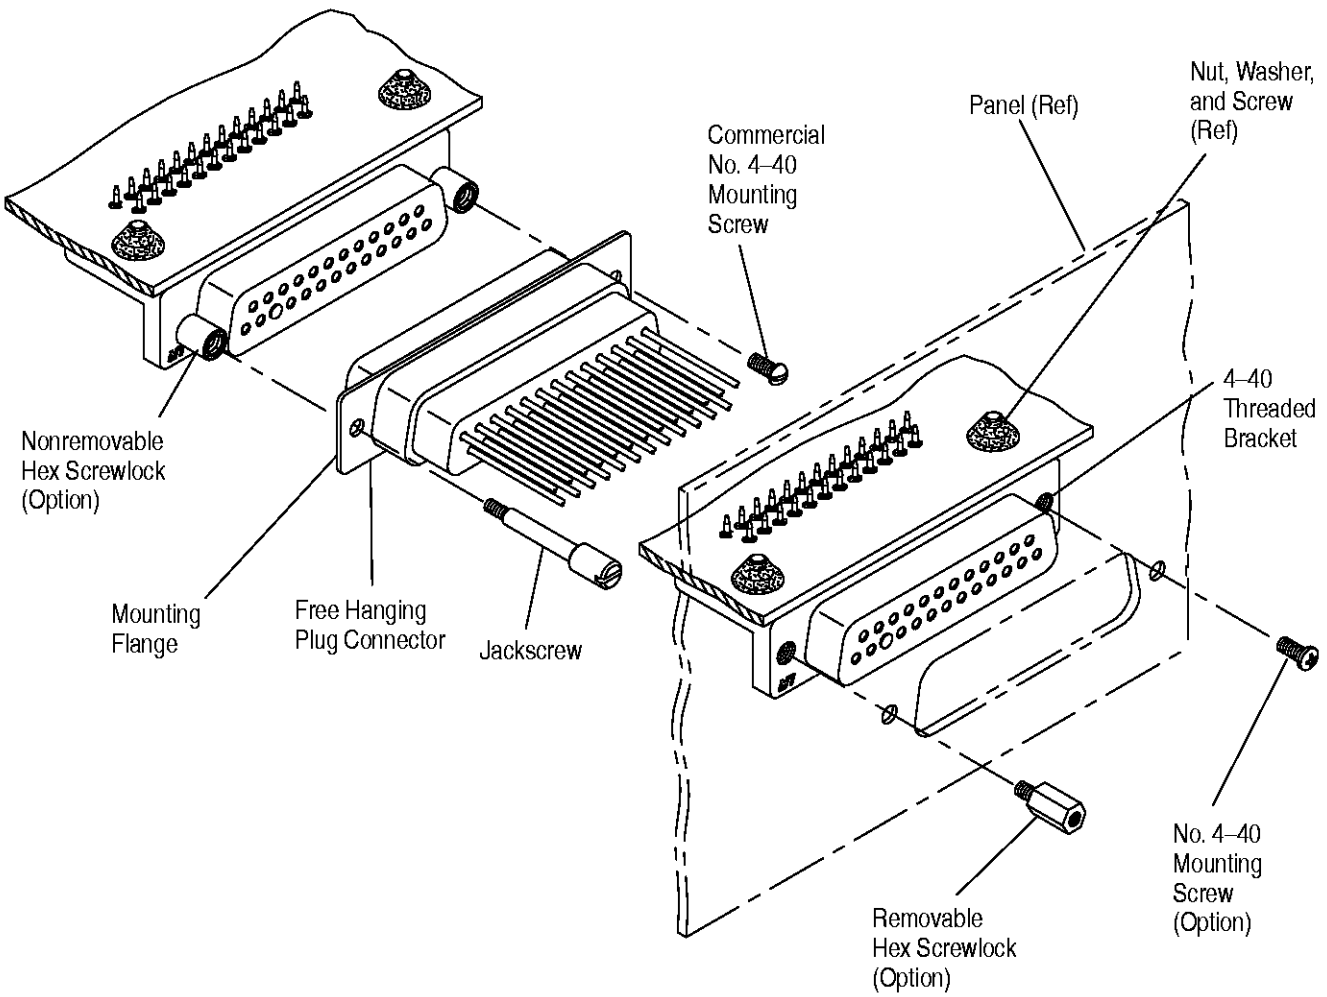

Figure 9
3.11. Ancillary Items (See Figure 9)